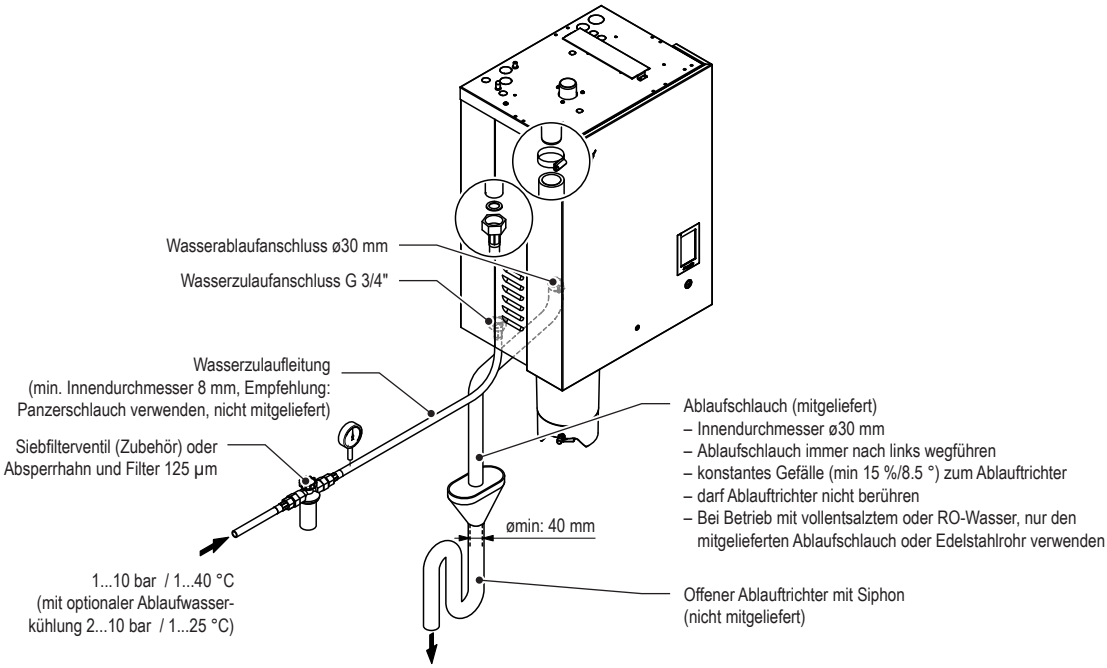

Abb. 22: Übersicht Wasserinstallation für Einzelgeräte Klein ("S") und Mittel ("M")
– Den mitgelieferten Ablaufschlauch immer nach links vom Ablaufanschluss wegführen und nach unten zum Ablauftrichter führen (siehe *Abb. 22*).